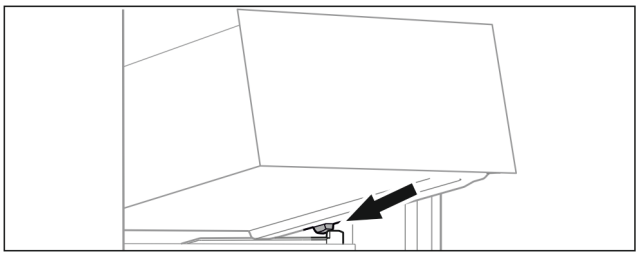

Fig. 110
▶ Schubfach schräg hinter den Stoppern auf Behälterrippe aufsetzen. (siehe Fig. 110)